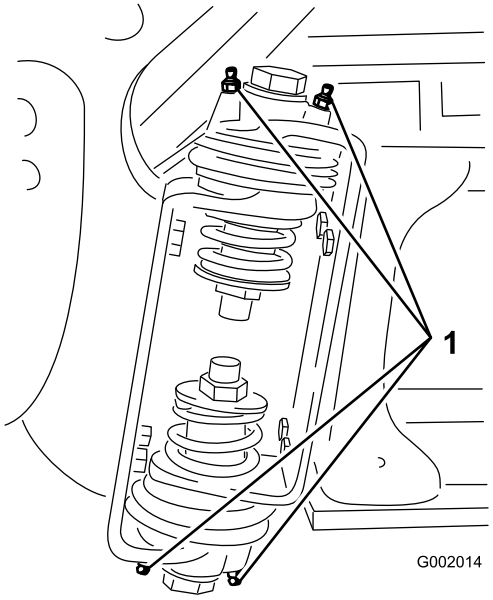

Figur 33
2. Pumpa in fett i lagret eller bussningen vid varje nippel Figur 33.